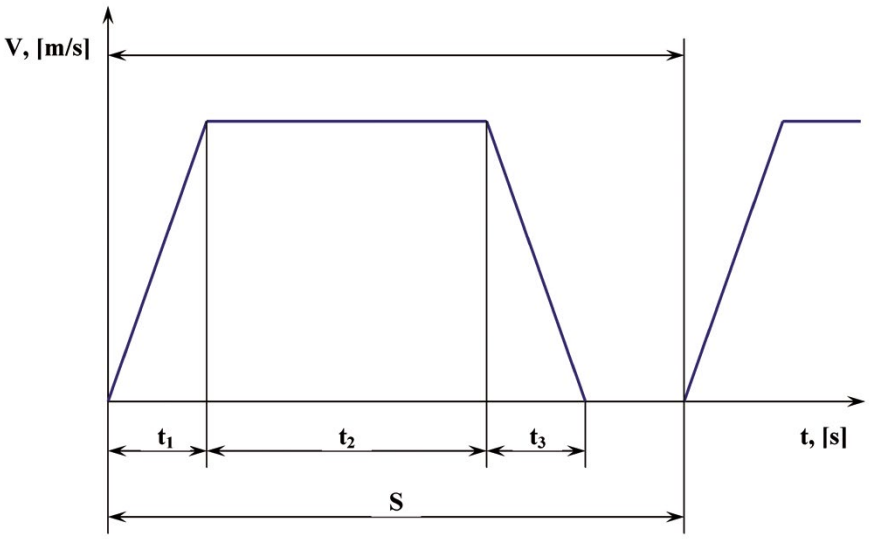

Bild 2.5 Geschwindigkeits- Zeit- Diagramm
- Geschwindigkeitsdiagramm (Bild 2.5)